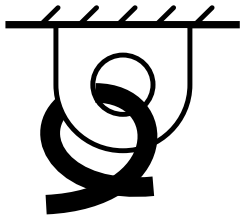

Figure 79 – Tie-Down Point Identifier
8. Fasten the loader to the hauling vehicle at the points indicated by the tie-down decals (Figure 79).